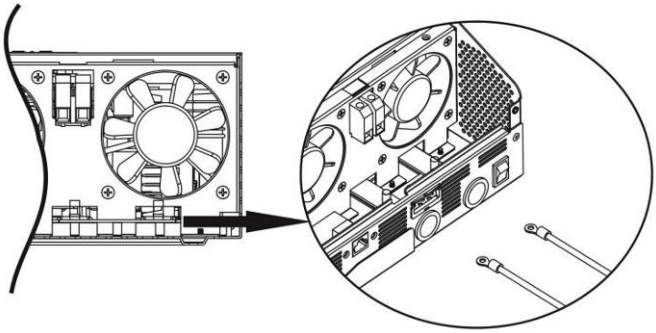

Abb. 6-13 Lage der Akkubankanschlüsse.
- Führen Sie die konfektionierten Leitungsenden jeweils durch die entsprechende Bodenöffnung und schrauben diese gemäß der Polarität an den Akkubankanschlüssen (Abb. 6-13) an. Das aufzubringende Drehmoment beträgt dabei 2-3 Nm.